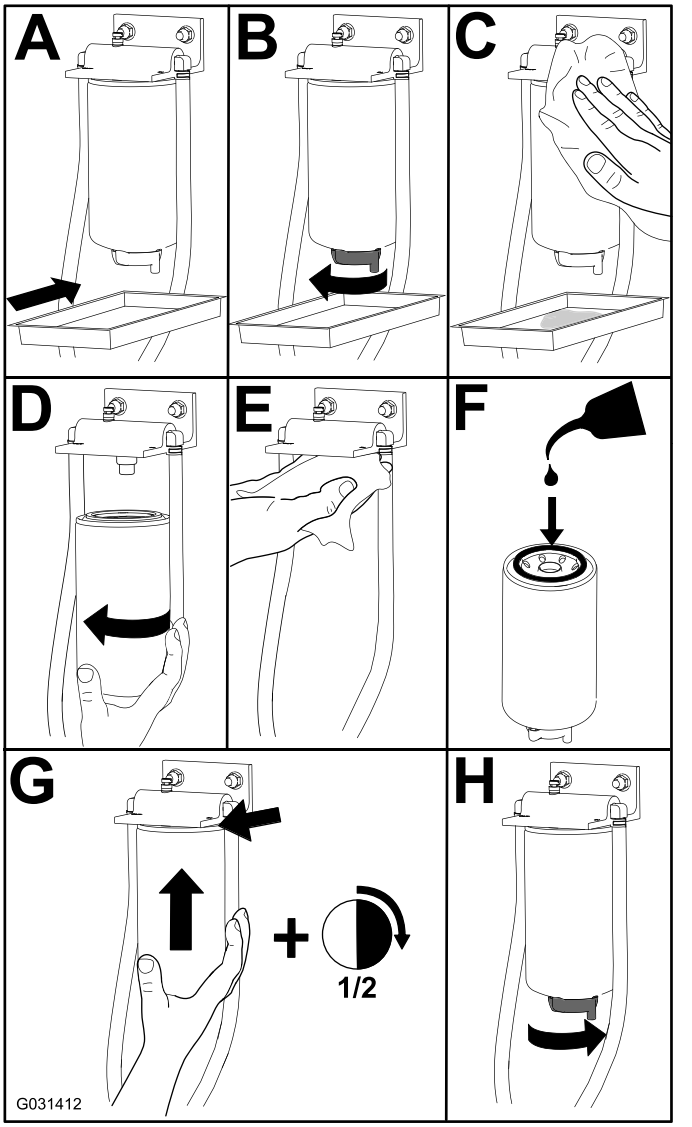

Figur 100
1. Byt ut filtret enligt Figur 100.